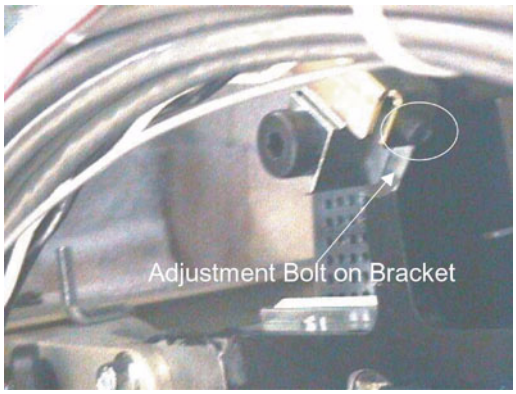

Figure 8-33 Cover Bracket Adjust Bolt Location
8.) If the spacing is the spacing is greater than 57 mm, bring the covers together using the bolts located on the end of each cover latch. See Figure 8-33.